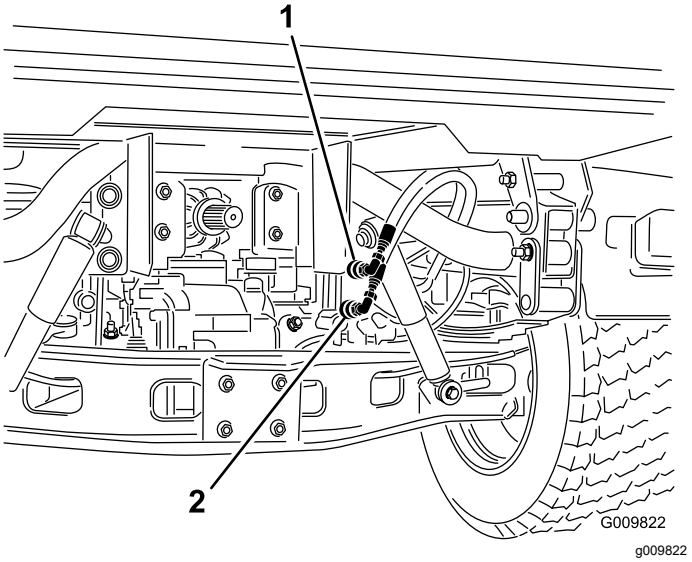

**Figura 66**
2. En ambas máquinas, desconecte las dos mangueras de acoplamiento rápido de las mangueras que están conectadas al soporte de acoplamiento (Figura 66).